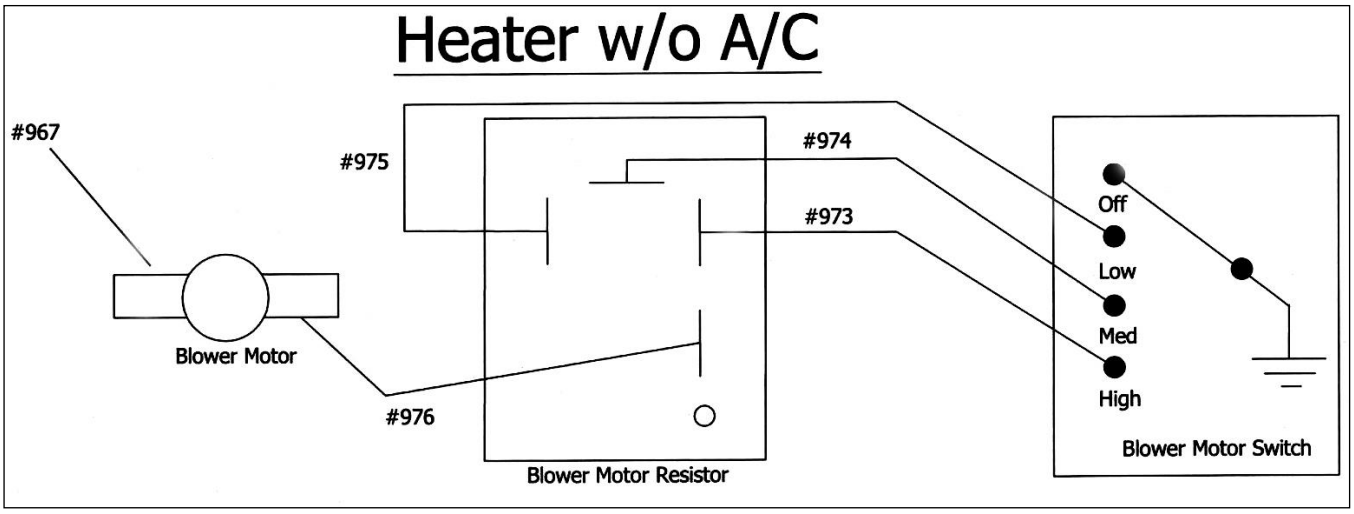

Figure 7-19 Blower Motor/Blower Motor Resistor/Blower Motor Switch
7.11.1 The connections for the Blower Motor, Blower Motor Resistor and Blower Motor Switch in a Mustang with a **Heater ONLY** are illustrated in **Figure 7-19.** The ground for the Blower Motor Switch is internal to the switch, meaning there are no connections to be made. The wire colors on wire numbers 973, 974, & 975 all match the wire colors coming out of the switch. The wire #976 (ylw) connects to the Orange wire on the blower motor. The wire #967 (brn) connects to the Black wire on the blower motor.